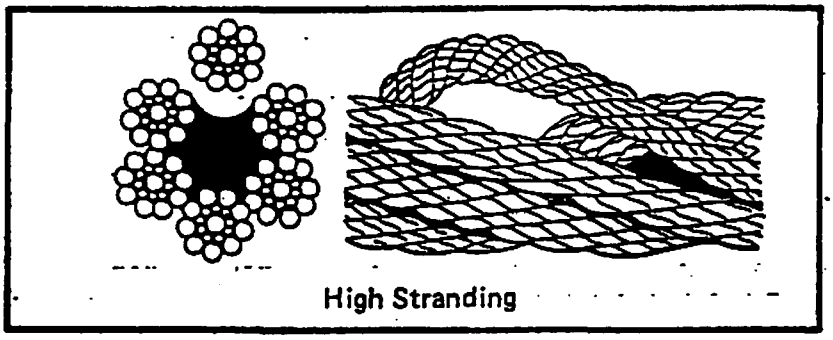

Figure 5-36. High Stranding
10. High Stranding and Unlaying (Figure 5-36)